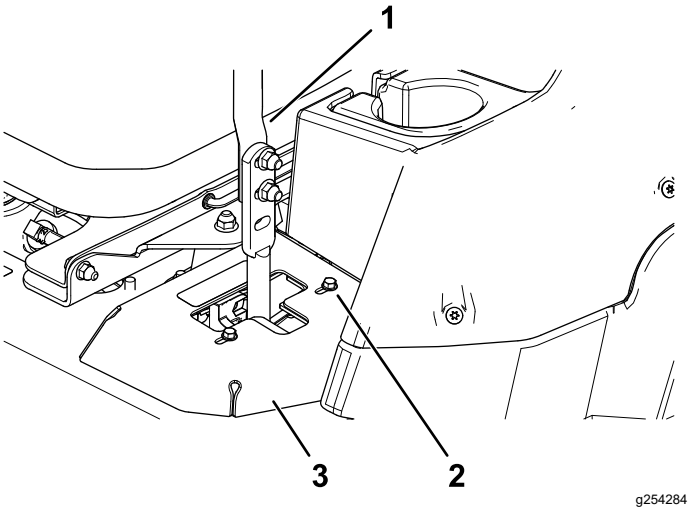

Figura 46
- Se a máquina virar para a direita, desaperte os parafusos e ajuste a placa do batente esquerdo para a ranhura em T esquerda até a máquina ficar a direito (Figura 46).
- Se a máquina virar para a esquerda, desaperte os parafusos e ajuste a placa do batente direito para a ranhura em T direita até a máquina ficar a direito (Figura 46).
8. Aperte a placa do batente (Figura 46).